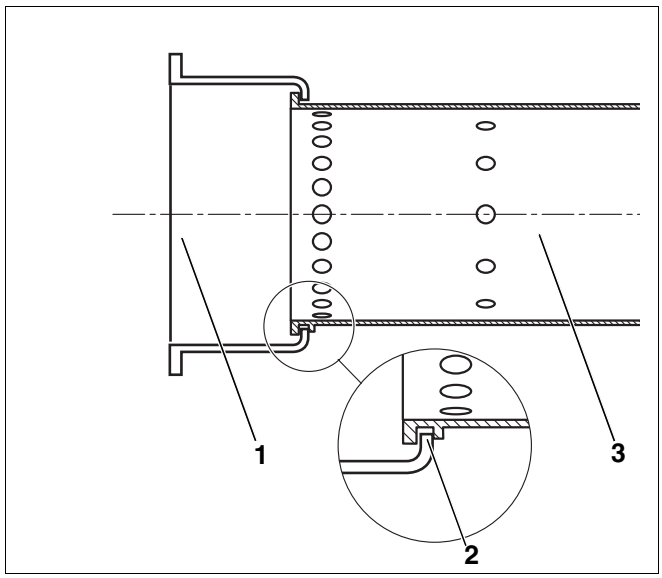

Abb. 64 Brennerrohr einsetzen
- Neues Brennerrohr einsetzen. Die Nase (Abb. 64, **Pos. 2**) am Brennerrohr (Abb. 64, **Pos. 3**) muss sich unten am Stützrohr (Abb. 64, **Pos. 1**) abstützen.